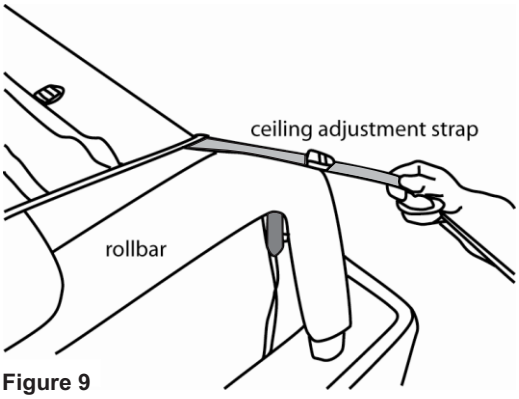

Figure 9
Step 7. Locate the ceiling adjustment straps (at rear corners on ceiling panel). Gently pull the strap over the rollbar, and around the seatbelt stud (toward the inside) and back up to the strap adjustment buckle. Tighten snug, and perform same procedure on the other side. Check top for evenness from side to side. See Figures 9, 10, 11, & 12.